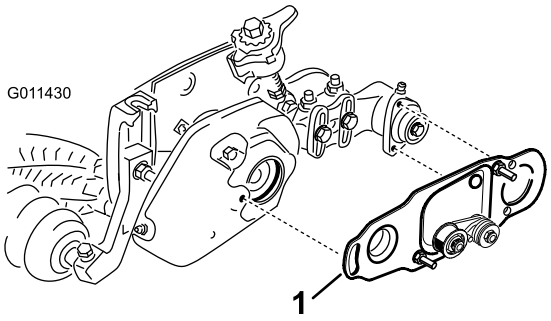

Figur 46
5. Hvis der er monteret en rullebørste, skal du kontrollere, at børstepladen (Figur 46) er parallel med klippeenhedens sideplade.